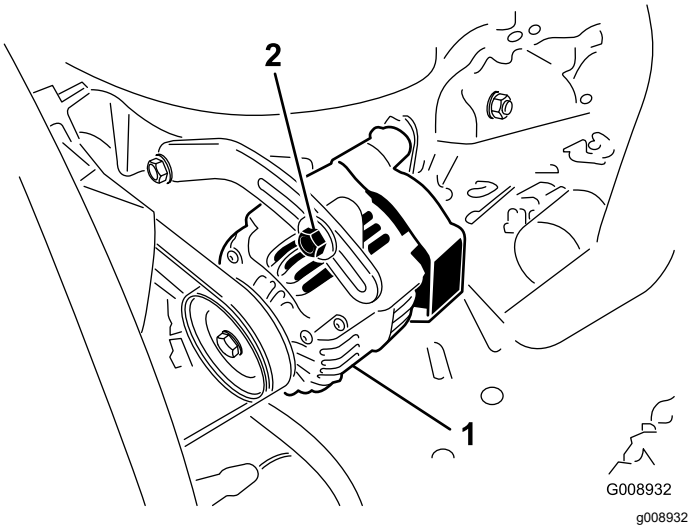

Figuur 84
2. Als de speling niet correct is (en dus geen 10 mm bedraagt), moet u de montagebouten van de wisselstroomdynamo losdraaien (Figuur 84).